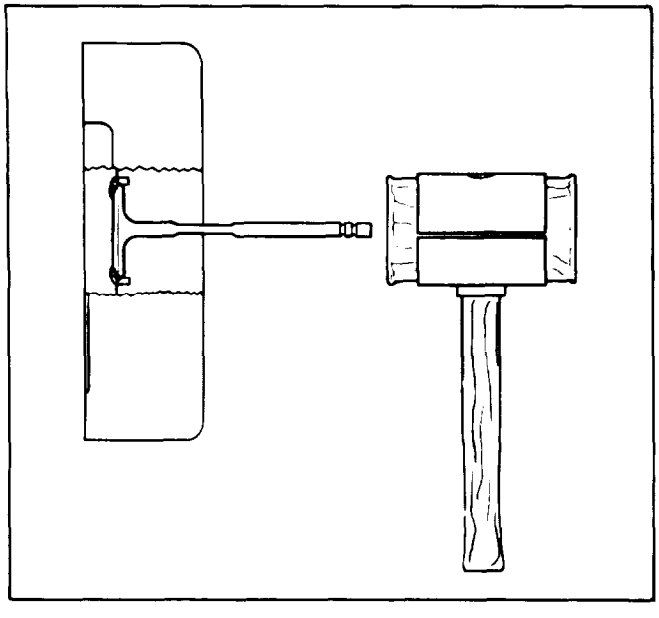

Figure 5-27. Driving Out Seat
i. Use a rawhide hammer to drive out valve and old seat, as shown in figure 5-27.